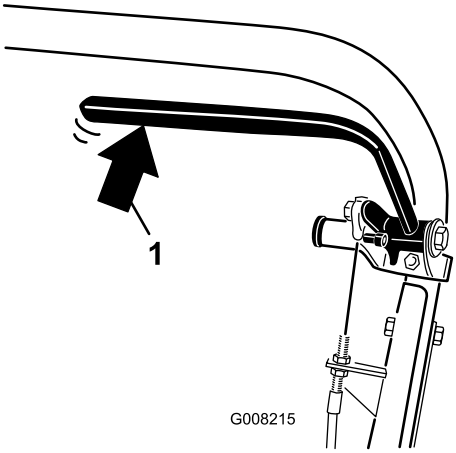

Figuur 32
2. Gebruik een weegschaal en druk de hendel van de bedrijfsrem in (Figuur 32). De parkeerrem moet loskomen als er 13,5 tot 18 kg kracht wordt uitgeoefend. Als de parkeerrem vrijkomt voordat er 13,5 tot 18 kg kracht wordt uitgeoefend, moet de remkabel worden afgesteld. Ga verder met stap 3.